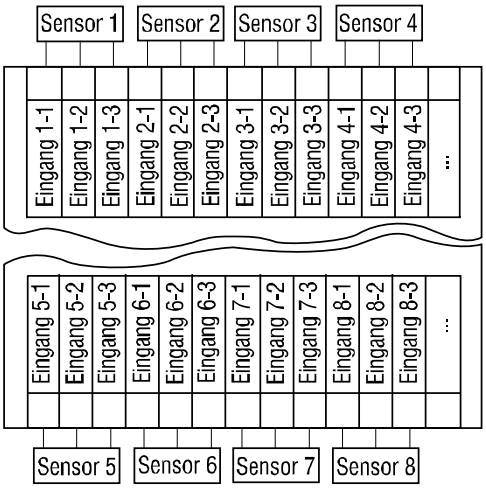

Abb. 4.2 Eingangsanschlüsse
- Verdrahten Sie die Eingänge gemäß der Abb. 4.2...4.8.